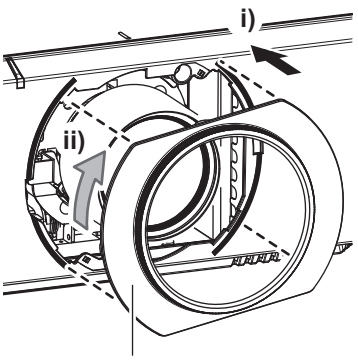

Figura 3
3) Coloque la cbierta de la base de la lente. (Figura 3)